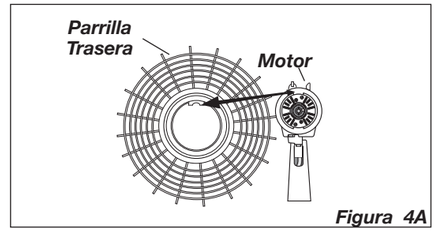

Figura 4A
2. Alinee la lengüeta de la ***Parrilla Posterior de Plástico*** con la ranura de la parte superior de la cubierta delantera del ***Motor***. ***(Figura 4A)***